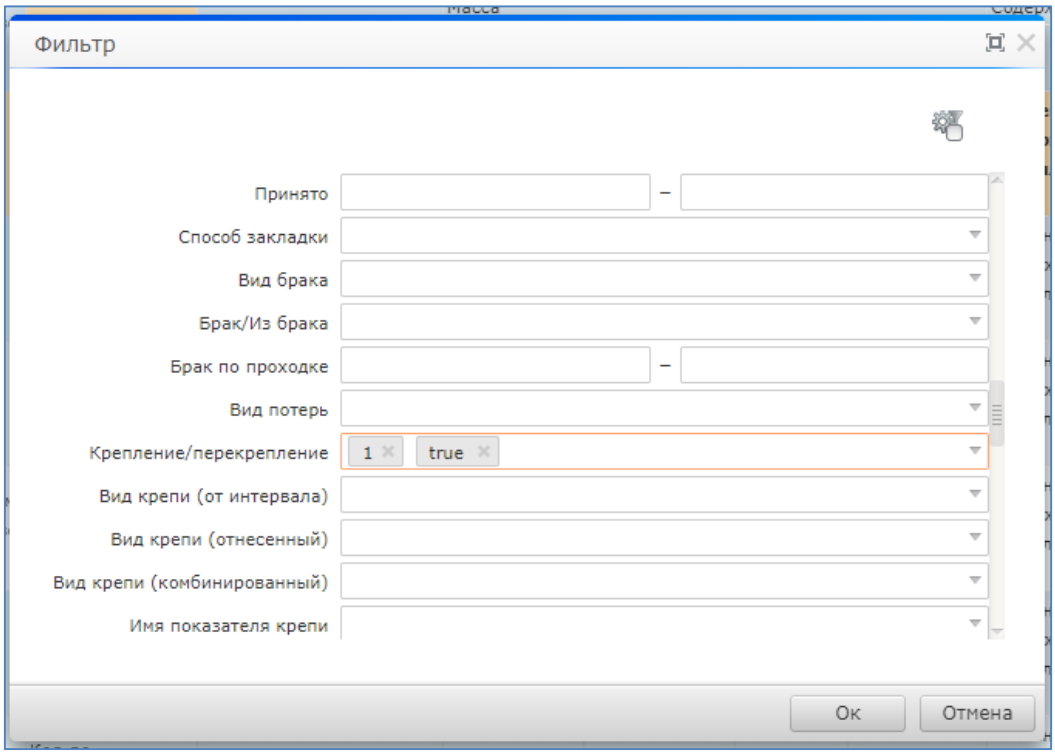

Рисунок 60. Окно «Фильтр»
4.4. Нажать на кнопку «Ок» (Рисунок 60);